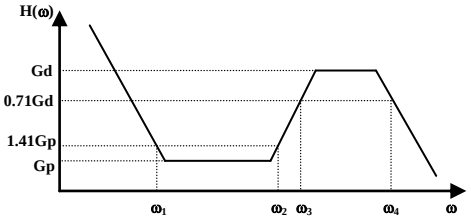

Abbildung 9. Die Übertragungsfunktion des Kompensationsnetzwerkes
Die Übertragungsfunktion des Kompensationsnetzwerkes, definiert als H(ω)=VTEC(ω)/TEMPOUT(ω), findet sich in Abbildung 9.
d. C_d*R_i bestimmt die Eckfrequenz, $\omega_2=1/(C_d*R_i)$, bei der sich der Differentialanteil erhöht (siehe Abbildung 9), wenn auch die Frequenz steigt.